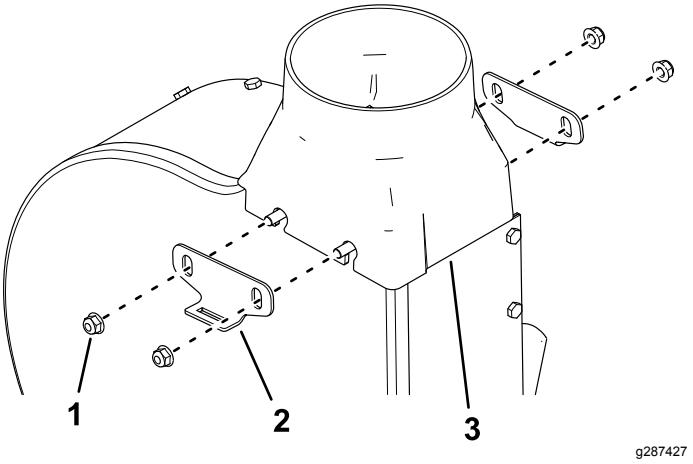

Figura 7
1. Instale la nueva transición del soplador con 2 placas y 4 tuercas (Figura 7).